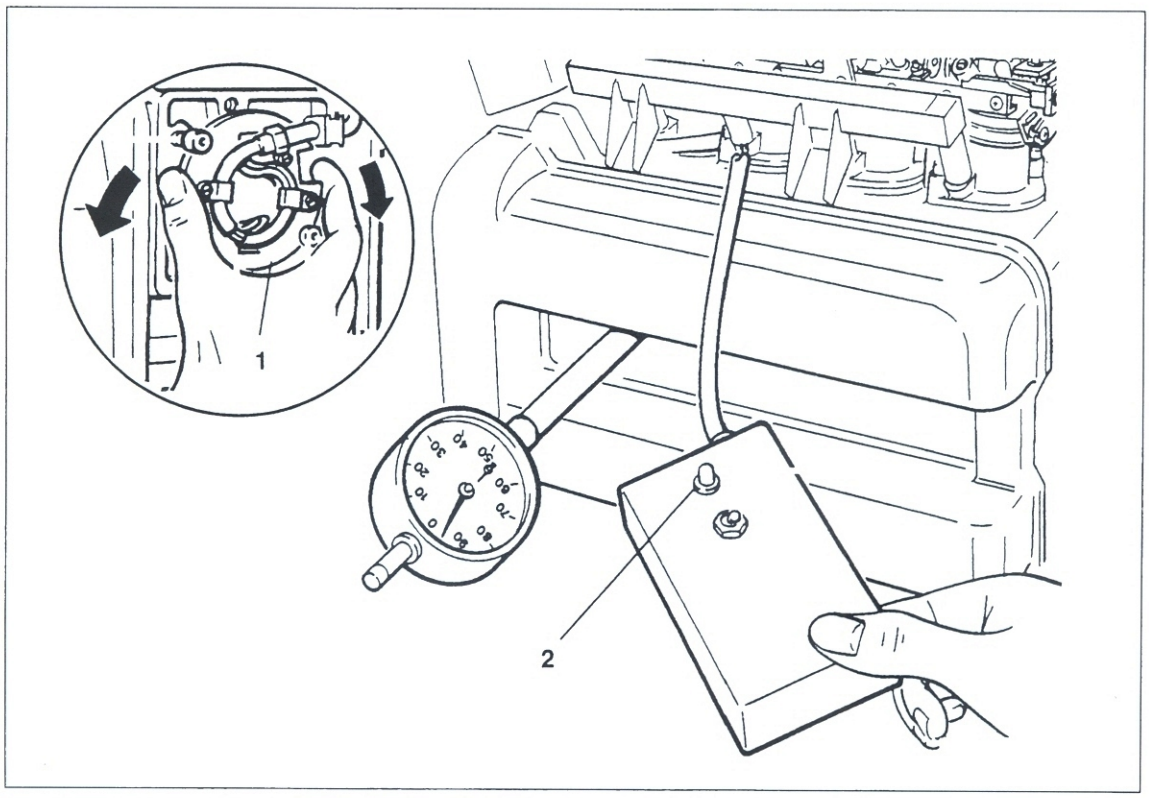

Bild 80
● Grundplatte ① Bild 80 lockern und soweit nach links oder rechts drehen, bis Diode ② am Zündeinstellgerät erlischt.